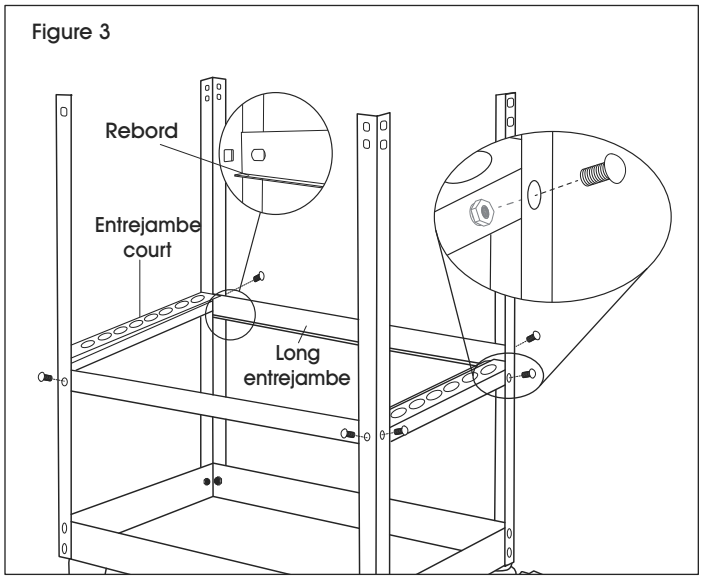

Figure 3
1. Fixez un long entrejambe sur le côté intérieur des pieds avec deux boulons de 5/16 x 1/2 po et deux écrous de 13 mm. (Voir Figure 3)